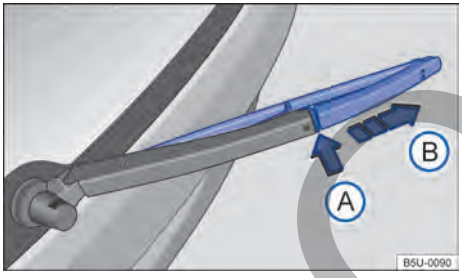

Fig. 164 Sustituir la escobilla del limpialuneta.
- Mantener presionada la tecla de desbloqueo → fig. 164 Ⓐ.